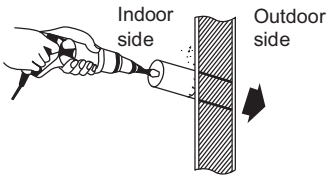

Fig. 1-60
(4) Using a sabre saw, keyhole saw or hole-cutting drill attachment, cut a hole in the wall. See Table 1-6 and Fig. 1-60.